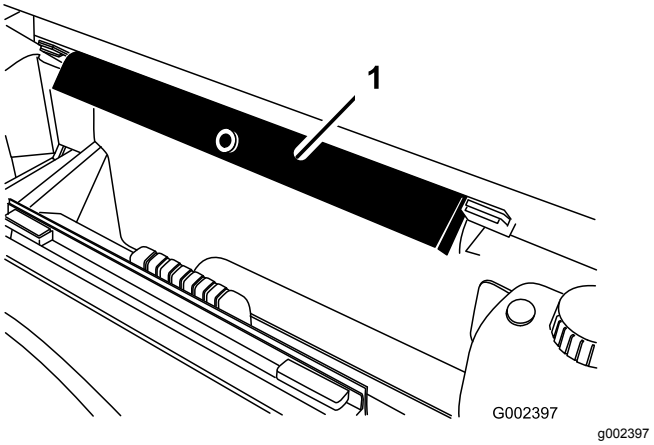

Figur 42
7. Fjern støtten til planet fra lagringsbrakettene på baksiden av veltebøylepanelet (Figur 42).